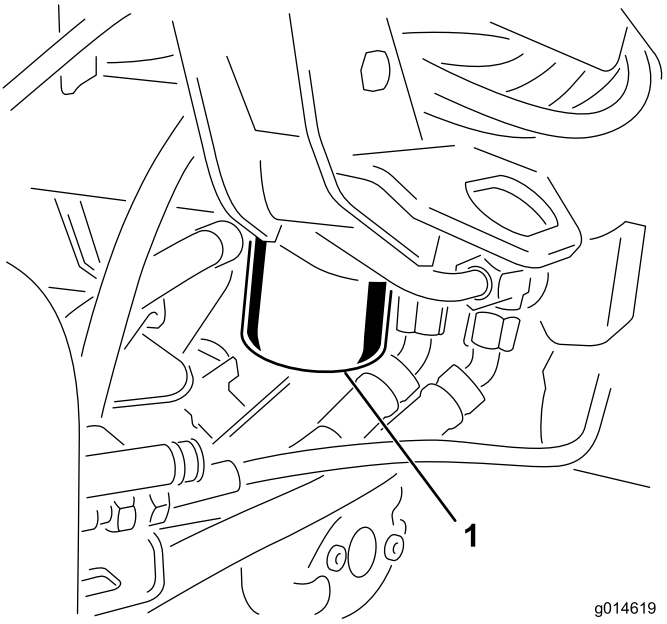

Figur 52
1. Rengjør området rundt der filteret skal festes (Figur 52). Plasser et tappefat under filteret, og ta ut filteret.